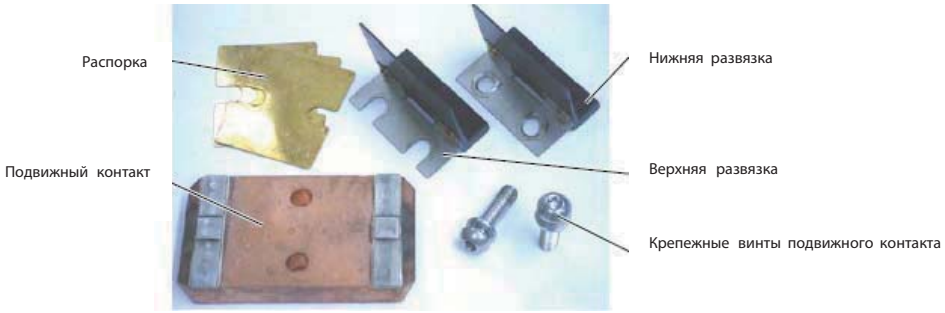

Рис. 70. Подвижный контакт и связанные с ним части
4) Поддерживая руками распорки (количество которых изменяется в зависимости от количества полюсов), подвижный контакт, нижнюю развязку, и крепежные винты подвижного контакта, дополнительно поверните поверните их на 2 или 3 оборота, чтобы извлечь вышеуказанные части. На рис. 70 изображены части связанные с подвижным контактом.